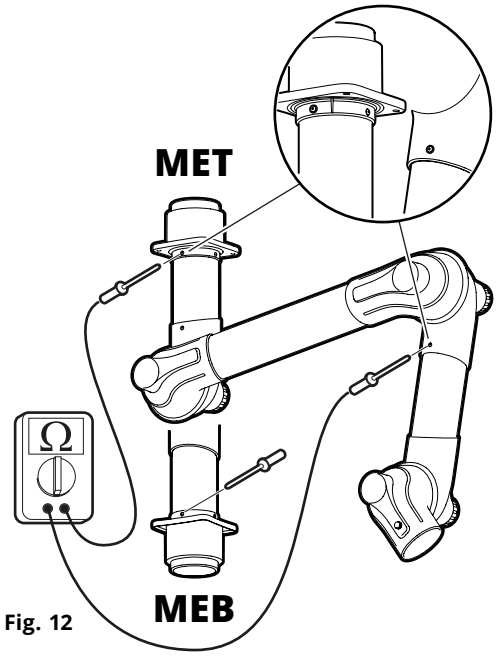

Fig. 12
3. Vérifiez la résistance du bras articulé avec un ohmmètre étalonné, voir **Fig. 12**. La résistance entre les points de mesure doit être inférieure à 1 MΩ.